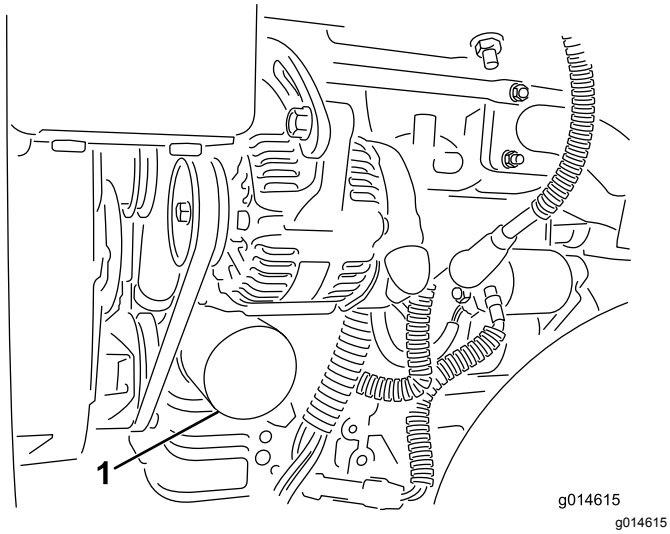

Figur 30
2. Fjern oliefilteret (Figur 30). Påfør et let lag ren olie på den nye filterpakning.